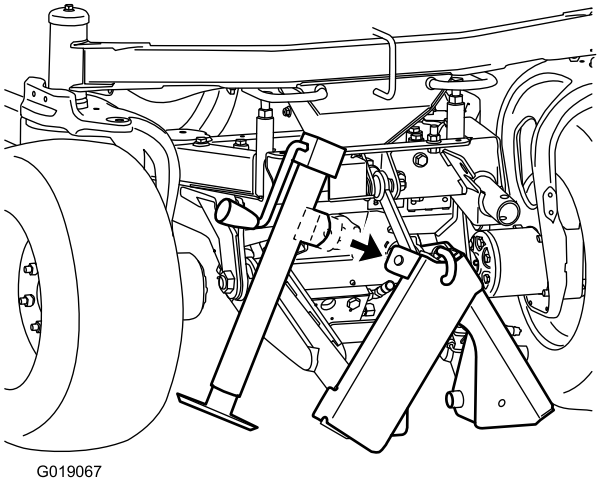
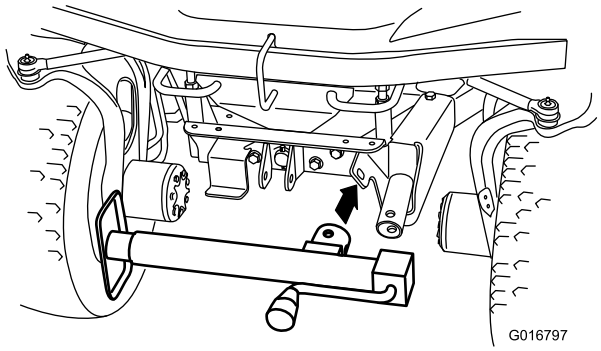

Figura 7
Figura 8
1. Enganche el tubo del gato en la pestaña del soporte de almacenamiento (Figura 7) o en la pestaña del soporte de acoplamiento del gato (Figura 8).